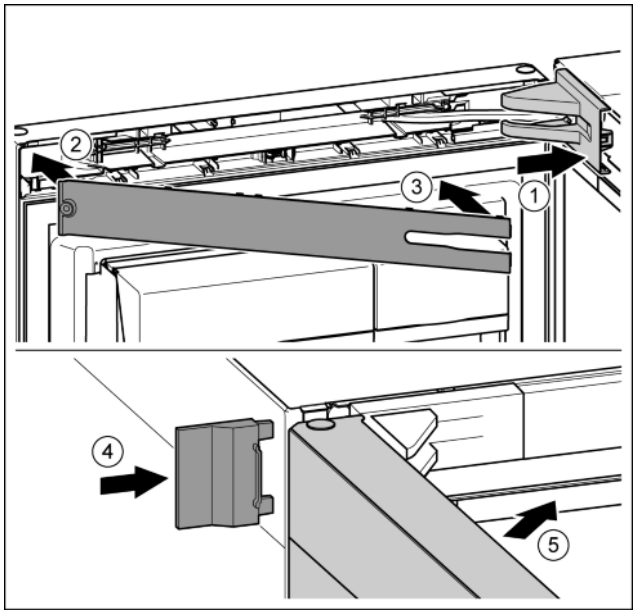

*Fig. 41*
- ▶ Put the mounting block cover on and click into place. If necessary push apart carefully. *Fig. 41 (1)*
- ▶ Position the cover plate. *Fig. 41 (2)*
- ▶ Swivel the cover plate and click into place. *Fig. 41 (3)*
- ▶ Push the external cover on. *Fig. 41 (4)*
- ▶ Close the upper door. *Fig. 41 (5)*